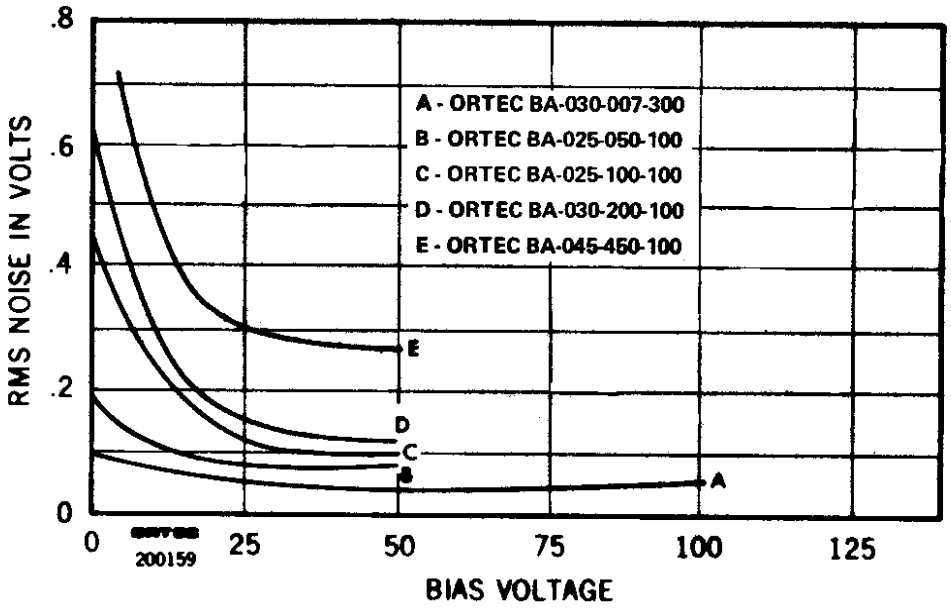

Fig. 4.4. Amplifier and Detector Noise vs. Bias Voltage.
3. The amplifier noise resolution spread can then be obtained by measuring the FWHM of the pulser spectrum. The detector noise resolution spread for a given detector bias can be determined in the same manner by connecting a detector to the preamplifier input. The amplifier noise resolution spread, of course, must be subtracted. The detector noise will vary with detector size, bias conditions, and possibly with ambient conditions, as indicated in Fig. 4.4